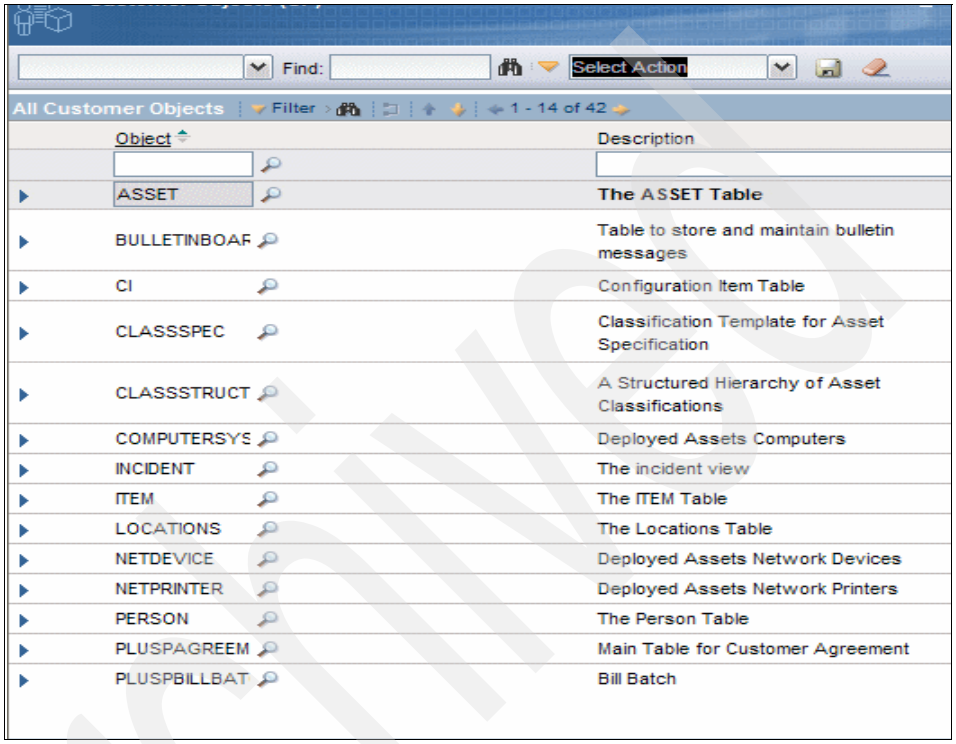

Figure 13-5 The list with 42 objects
2. Select **Security** → **Customer Objects (SP)**.
4. The message “Additional Customers Objects and Conditions were added after the original setup” will appear. Click **Yes**, and Figure 13-5 is displayed.